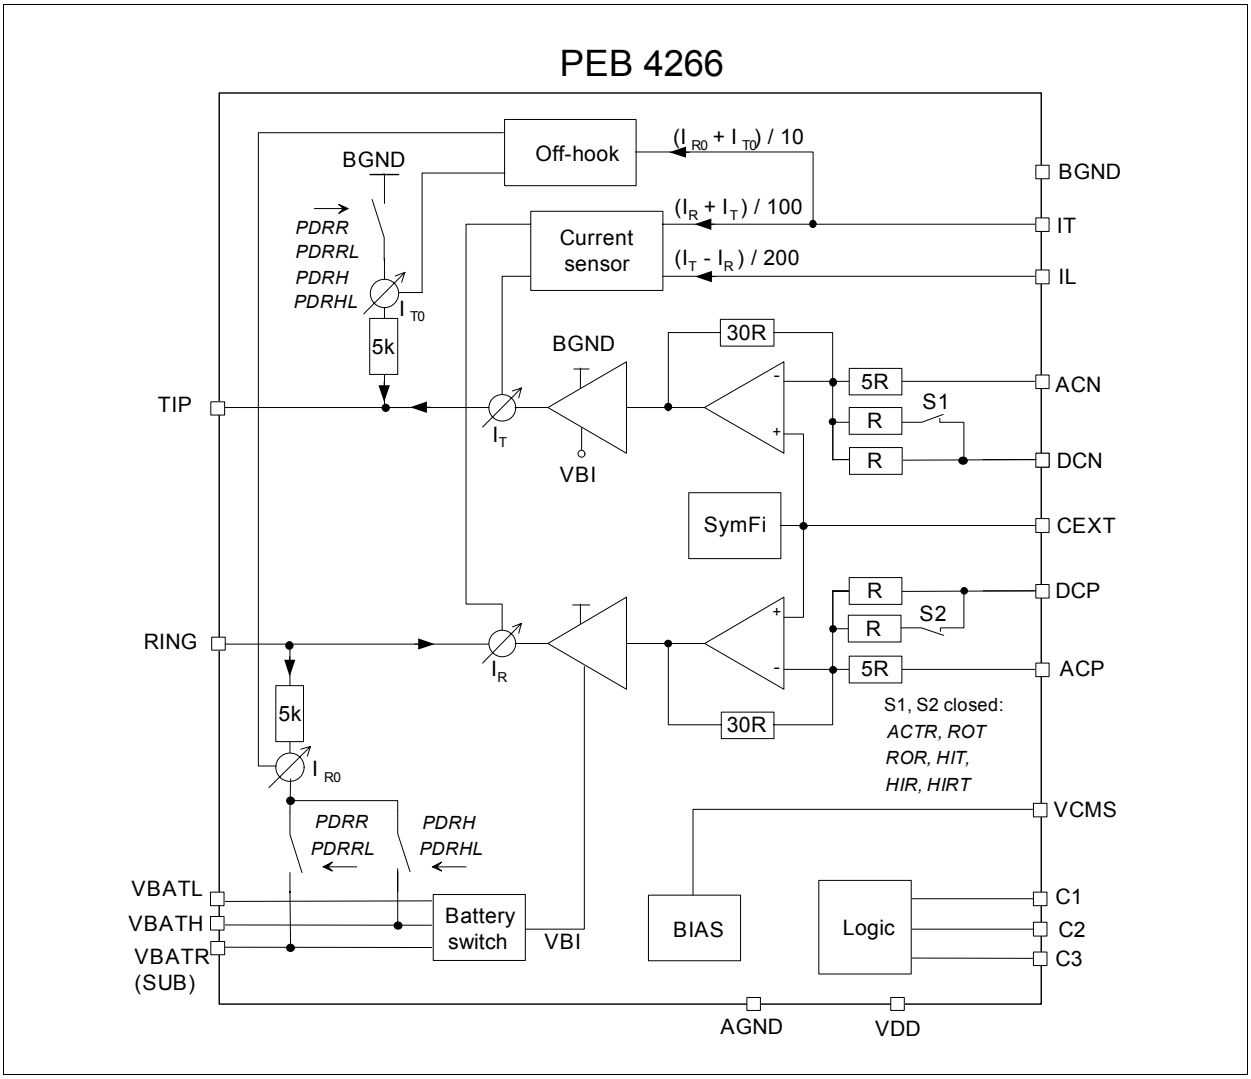

Figure 4 Block Diagram
1) V_{BI} is the output voltage of the battery switch (see **Figure 4**)
The currents through these resistors, I_{T0} and I_{R0}, are sensed, scaled and provided at the IT pin (see **Figure 4**):
Power consumption is reduced to a minimum by switching completely off all voice transmission functions. To allow off-hook detection, Power Down Resistive provides a connection of 5 kΩ resistors from TIP to BGND and RING to either VBATH (PDRH) or VBATR (PDRR), while the output buffers show high impedance (see Figure 4). The current through these resistors is sensed and transferred to the IT pin for off-hook supervision.